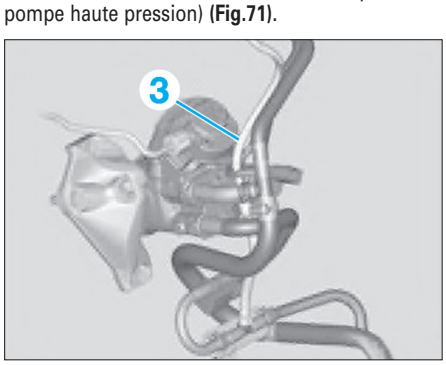

Fig. 71
• Débrancher la conduite de retour (3) au niveau du raccord en T de la conduite de carburant (près de la pompe haute pression) **(Fig.71)**.